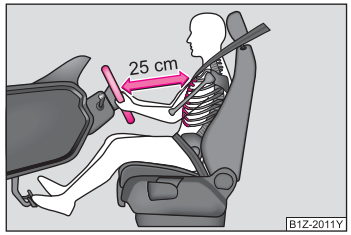

图 100 驾驶员到方向盘的正确距离
- 调整方向盘：方向盘和胸部之间距离不小于 25 厘米 ⇒ 图 100。
- 驾驶员必须与方向盘之间保持至少 25 cm 的距离 ⇒ 图 100。如果您未与之保持上述最小距离，则安全气囊系统无法对您进行有效保护，可能有生命危险！